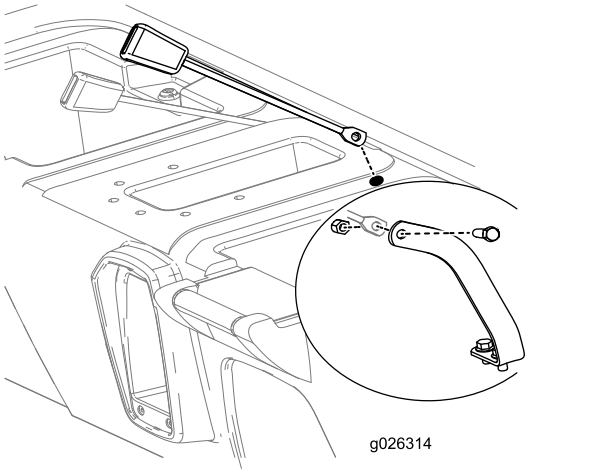

Figuur 11
7. Steek het uiteinde van elk gordelslot in een van de zojuist geboorde openingen in de stoelbasis (Figuur 11).
8. Til de achterkant van de stoelbasis op en monteer het uiteinde van elk gordelmechanisme aan het anker met een bout (7/16 inch) en borgmoer (7/16 inch) zoals getoond in Figuur 11.